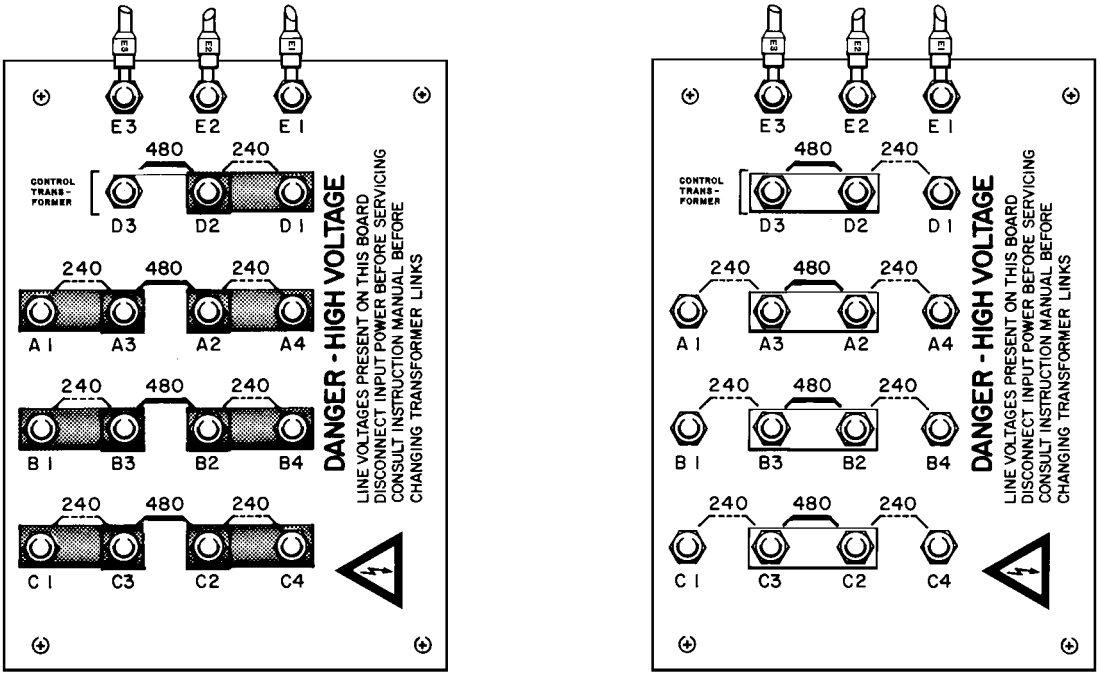

Figure 3-1 Dual Voltage 240/480-Volt Linkboard Configurations
- The 240/480-volt units are shipped from the factory linked for 480-volt operation. The links must be moved for 240-volt operation. Ensure that the linkboard is configured properly to the appropriate voltage line (see Figure 3-1).